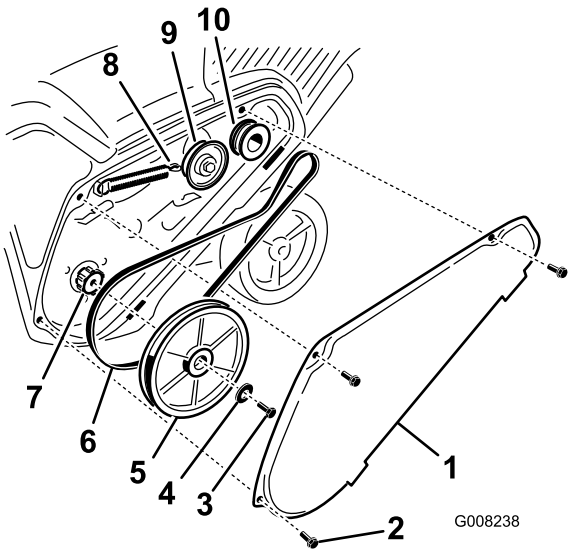

Figur 36
1. Ta bort drivremskåpan genom att lossa de tre bultarna enligt figuren Figur 36.
2. Haka loss bromsfjädern från mellandrevsarmen för att minska remspänningen (Figur 36).
3. Lossa skruven och den böjda brickan som håller fast rotorskivan (Figur 36).
4. Ta bort rotorskivan och drivremmen (Figur 36).
Obs: Dra först den nya drivremmen runt motorremskivan, runt mellanremskivan och slutligen runt den lösa rotorskivan precis ovanför rotorspindeln (Figur 36).
6. Montera rotorskivan på rotorspindeln (Figur 36).
7. Montera den böjda brickan och rotorskivans bult och dra åt dem ordentligt (Figur 36).